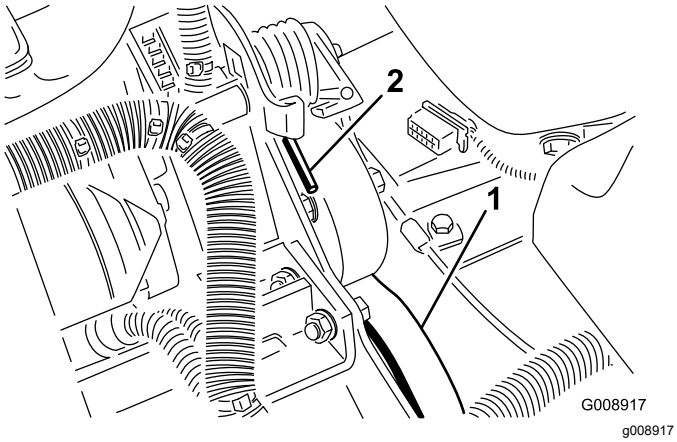

Figur 78
3. Tryk ned og fremad på fjederenden (Figur 78) for at løsne den fra konsollen og løsne spændingen på fjederen.